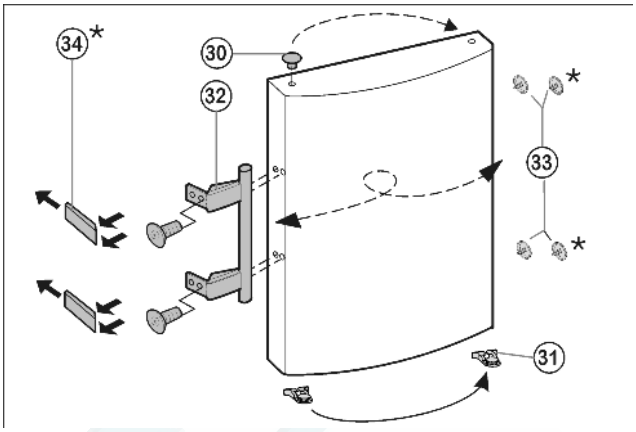

Fig. 8
- ▶ Извлеките пробку *Fig. 8 (30)* из опорной втулки дверцы и переставьте.
- ▶ Снимите и переставьте на противоположную сторону дверную ручку *Fig. 8 (32)*, пробку *Fig. 8 (33)* и прижимные пластины* *Fig. 8 (34)*.